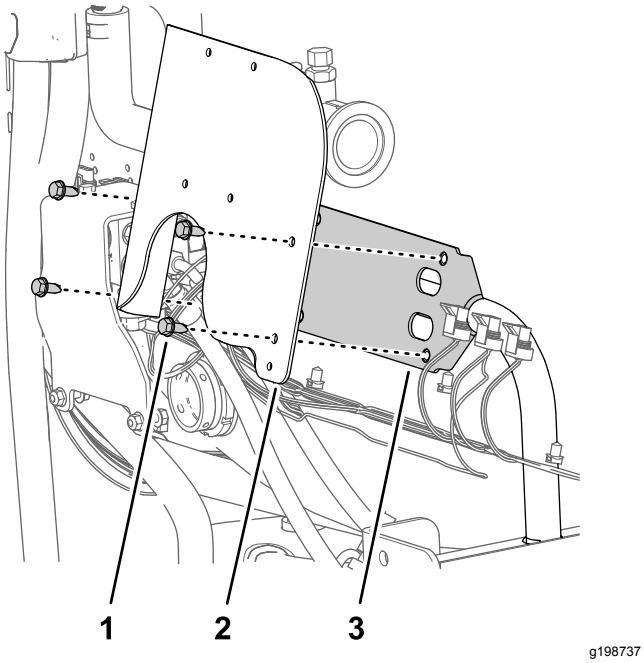

Figur 72
1. Innrett hullene i strømningsmålerbraketten med hullene i ventilfestet (Figur 72).